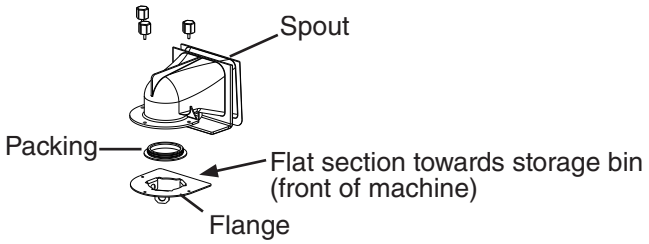

Fig. 8
11) Place and align the new extruding head and evaporator flange. See Fig. 8.